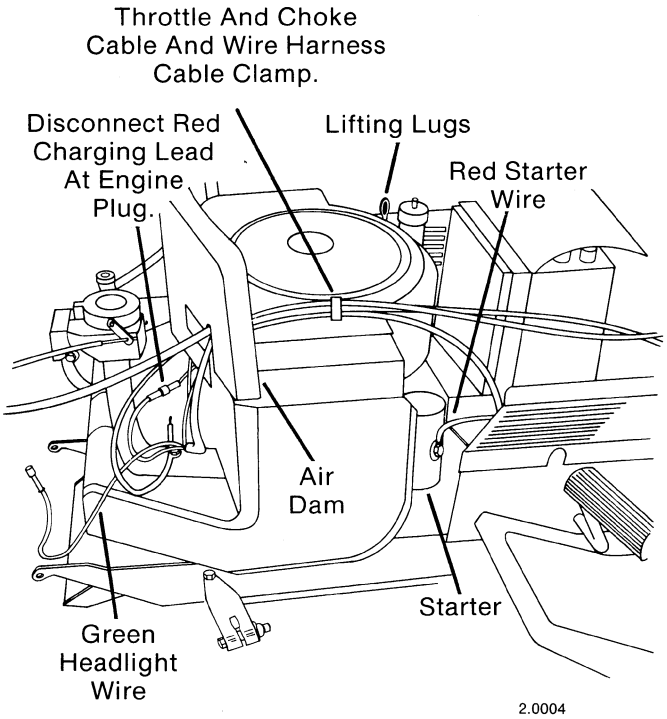

FIG. 7
a. Green headlight wire at connector clipped to lower left front corner of hood. See (Fig. 7)
b. Red Charging lead wire at engine plug at left front corner of engine. (Fig. 7)
c. Red starter cable lead at starter (left rear corner of engine). (Fig. 7)
K. Remove self tapping screw securing throttle cable and wire harness through cable clamp on top of engine shroud (Fig. 7). Pull cables and wire harness out through plastic grommet in air dam.
P. Use suitable hoist, (two lifting lugs provided on top of engine) (Fig. 7) or at least two people (to avoid excessive strain) and lift engine from its mounting.